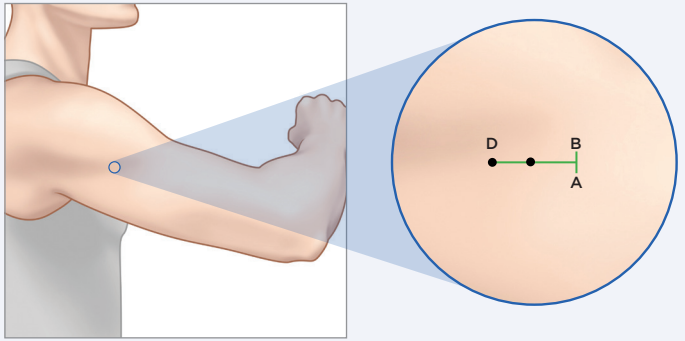

Figure 1
Une anesthésie locale (environ 2 mL de lidocaïne) doit être injectée le long de l'incision planifiée (le long de l'axe AB) et perpendiculairement à l'incision planifiée (le long de l'axe CD), qui est la trajectoire prévue de l'outil de dissection. (Figure 1).
Incisez du point B (Figure 1) au point A sur 5 mm.
2. **Enlevez le dissecteur émoussé du plateau et introduisez-le à un angle de 45° environ sur la ligne médiane entre A et B (figures 1 et 2), de manière à ce que l'extrémité et la portion biseautée du dissecteur soient sous la peau, jusqu'à ce que les butées de contrôle de la profondeur touchent la peau.**